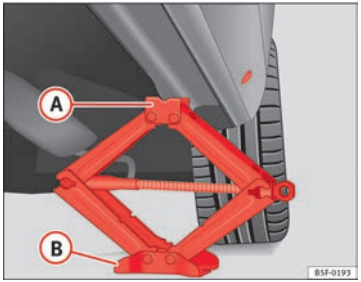

Fig. 129 Longarina: colocação do macaco do veículo
– Rode o macaco*, colocado por baixo do ponto de apoio da longarina, para levantá-lo até que o ressalto (A) ⇒ Fig. 129 se encontre por baixo da zona que lhe corresponde.
– Alinhe o macaco* de forma que o ressalto (A) «fique encaixado» na zona da longarina que lhe corresponde e que a placa base móvel (B) fique apoiada no chão. A placa base (B) deve ficar colocada na vertical, relativamente ao ponto de apoio (A).